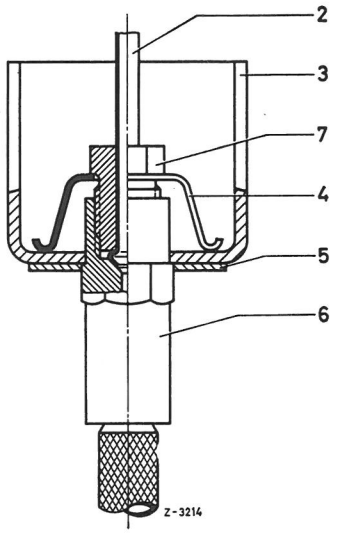

Fig. 42-3/4
4 Bremsetang monteres på forhjulsspindelen (6) med sekskantpasningsboltene (3) og med anvendelse af et nyt låseblik (4) (fig. 42-3/1 og 3). Pasningsboltene (3) fastspændes med det foreskrevne tilspændingsmoment (se arb. nr. 42-0).
5 Bremseslange (22) føres igennem holderen (21), idet det påses, at styrebøsningen (21a) ikke beskadiges. Derpå befæstes bremseslangen på bremsetangen (fig. 42-3/1).
Vigtigt! På holderen er der fastgjort en låseplade med en tolvkant. Bremseslangen (6) må indføres i låsepladen sådan, at man har vished for, at den ikke rører eller strejfer noget sted (fig. 42-3/4).